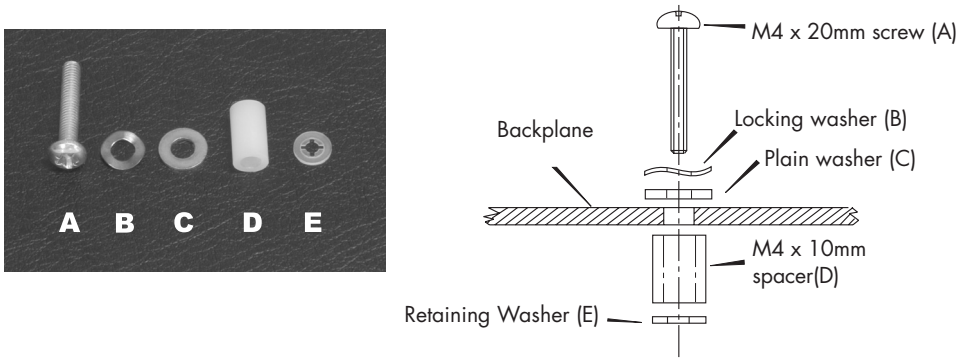

**Figure 4.12** Surface mounting kit components and assembly details
4.7.2 Surface mounting kit (type SMS01) is available for this purpose. SMS01 contains 40 sets of the components shown in Figure 4.12.
Refer to figure 4.12.